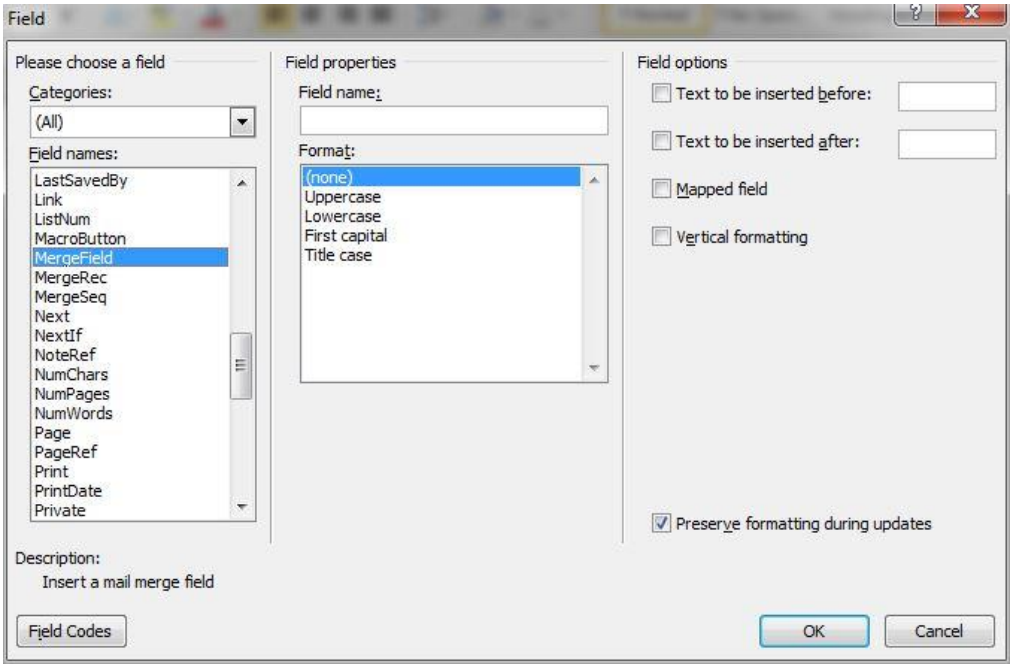

Figure 11 Field dialog.
- The Field dialog opens. Select **MergeField** as shown in Figure 11.